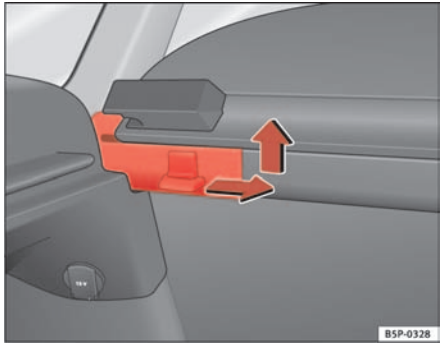

Fig. 121 Removing the stowage compartment tray
– Push the side pin in the direction of the arrow, lift the tray and remove it ⇒ fig. 121.